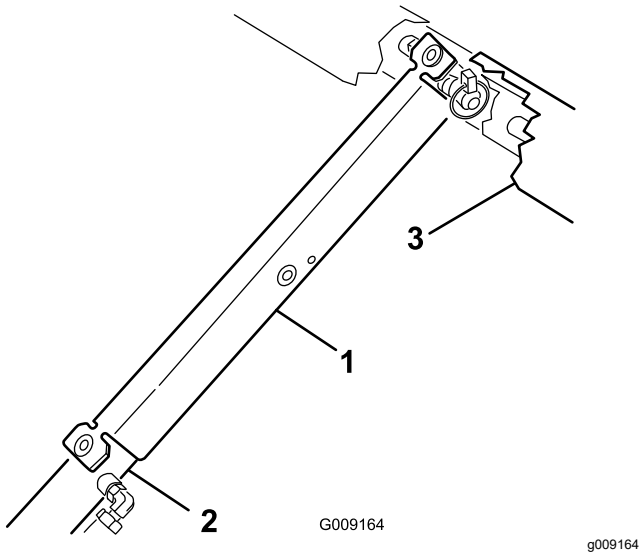

Figur 22
3. Skub ladstøtten ned over cylinderstangen, og sørg for, at tapperne på støtteenden hviler på cylinderløbets og cylinderstangens respektive ender (Figur 22).